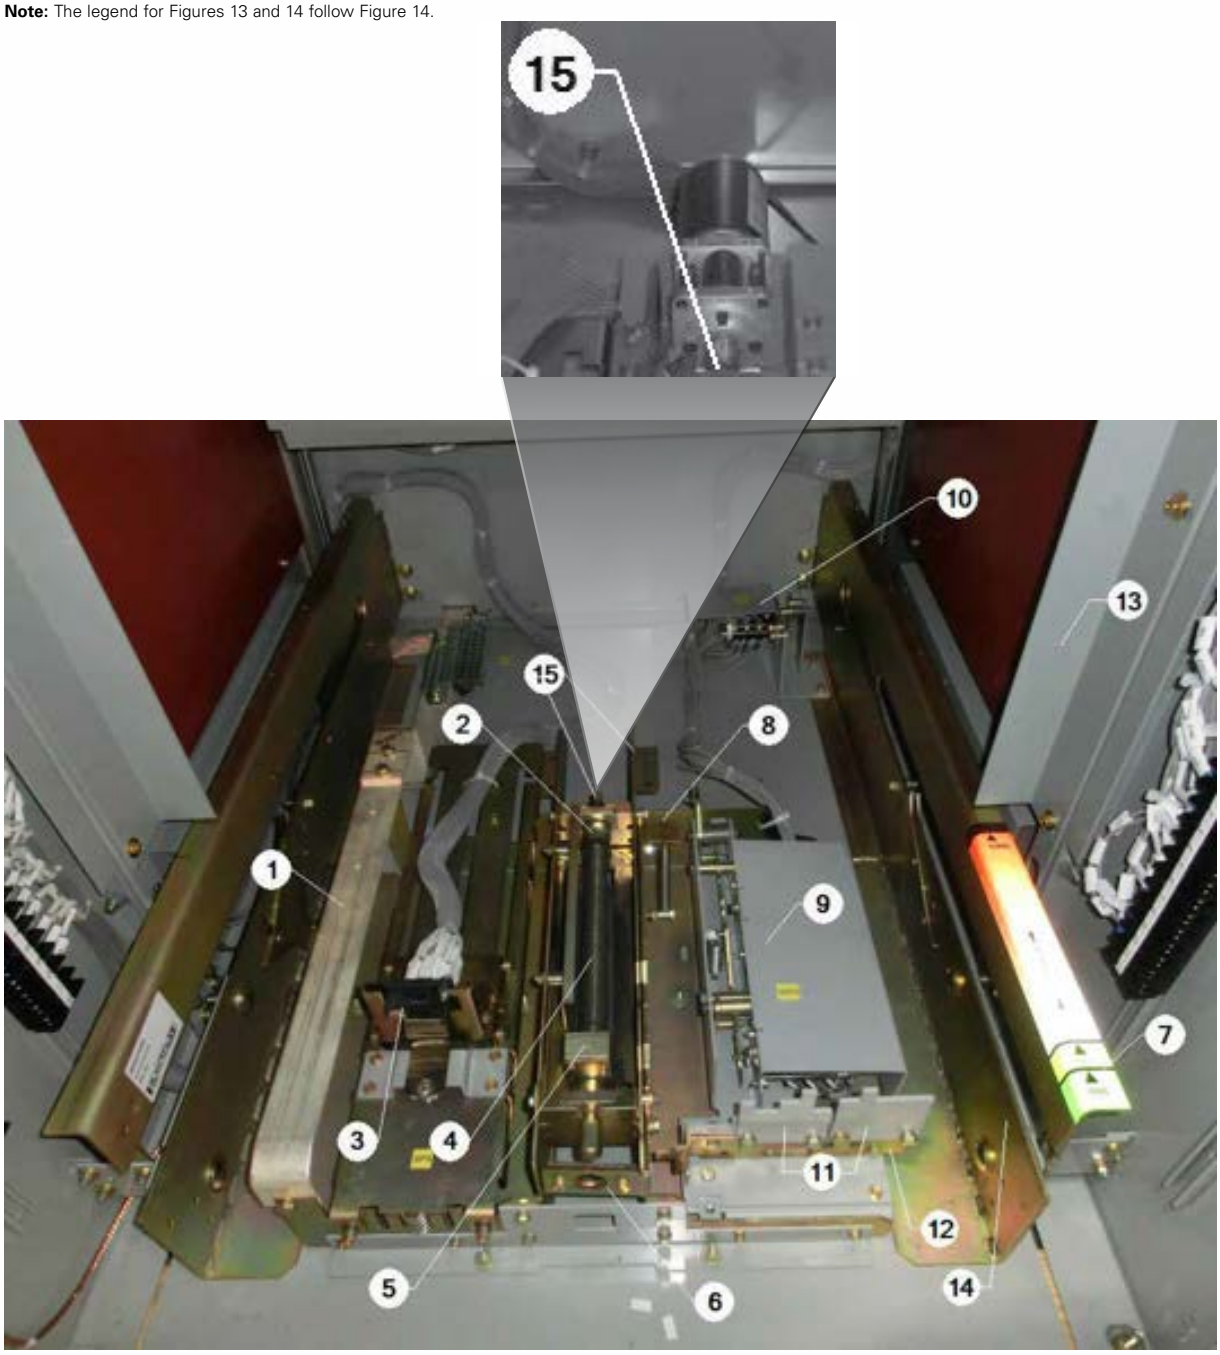

Figure 13. BPI pan assembly.
The circuit breaker is normally tested electrically in its cell structure in the TEST position. To achieve the TEST position, first determine if the breaker cell has a BPI Pan Assembly, Figure 13 or a non-BPI Pan Assembly, Figure 14. Then follow the appropriate instructions in section 4.8.1 to move/lever the circuit breaker into the TEST position.
- BPI pan assembly: the breaker cover plate MUST align with the black line associated with the CONNECTED position, location shown on the BPI label (Figure 13 item 7).
Note: The legend for Figures 13 and 14 follow Figure 14.
Call out descriptions for Figure 13 and 14.
Automatic secondary: Figure 13 represents an automatically engaged secondary, as offered on the BPI pan assembly, requires no manual input from the customer to engage the secondary harness. The secondary harness will engage automatically when the breaker is levered-in to the discrete TEST position.
Breaker position indication (BPI) label: Figure 13 represents positive indication of breaker location at any position through use of a colored label mounted on the top flange of the right hand rail assembly. Green indicates the DISCONNECT position, yellow indicates the TEST position, and red indicates the CONNECT position. Upon arriving at any of the three discrete positions; DISCONNECT, TEST, and CONNECT, there is a black mark that aligns with the breaker cover to indicate exact location.
BPI pan assembly: Figure 13 displays the "L" shaped slider interlock that enables tripping of a closed breaker by pushing in on the slider (item 6) that prevents access to the racking screw.
1. **BPI pan assembly (Figure 13):** If the breaker is closed in the CONNECTED position, then as levering-in crank is pushed in to gain access to the hex drive nut on the levering system the breaker will trip Open automatically.